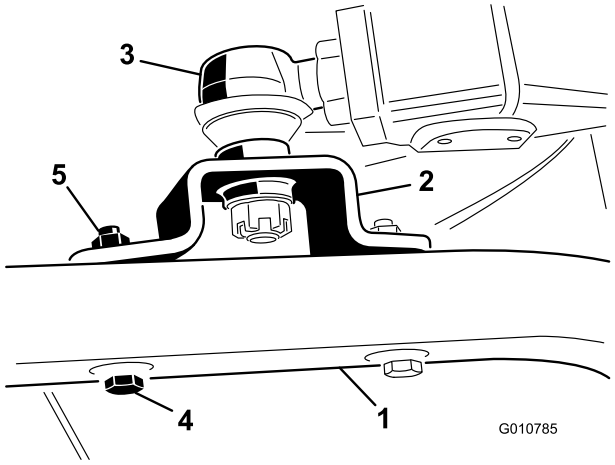

Figure 6
4. Fixez les supports de rotules à chaque bras pivotant avec 2 vis (7/16 x 3") et écrous à embase (7/16") (Figure 6).
5. Serrez le grand écrou de blocage qui fixe la rotule au bras de relevage (Figure 6).